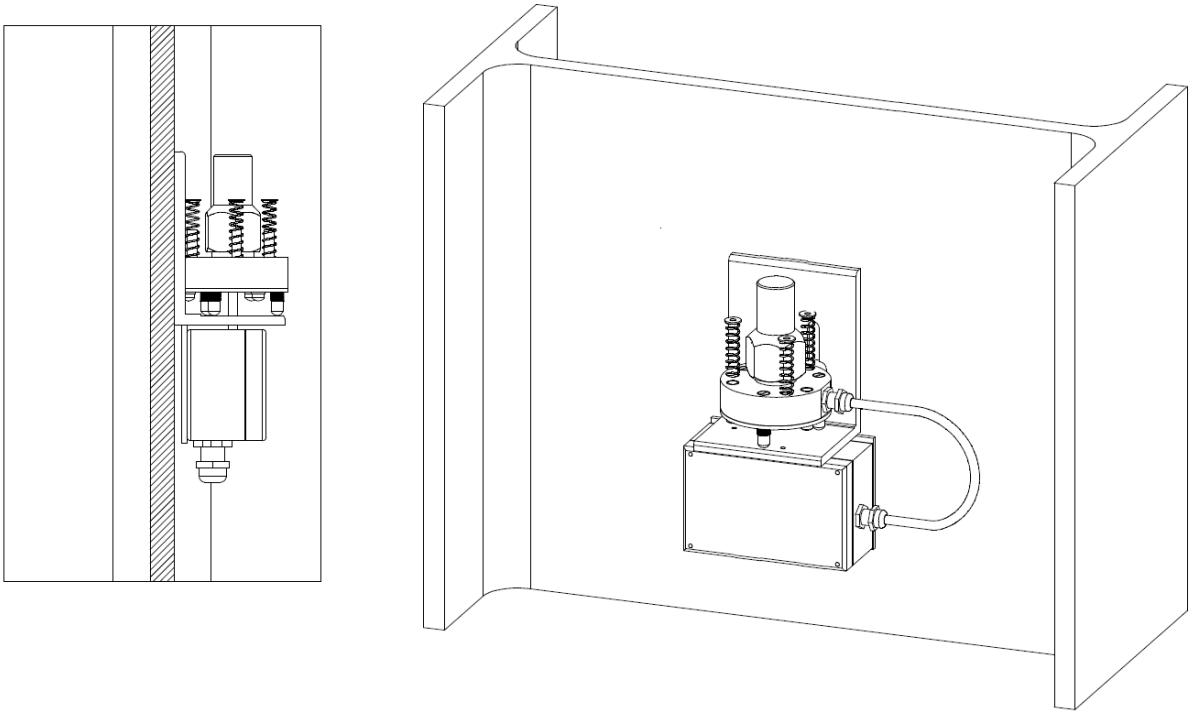

Рисунок 2. Схема установки измерителя на платформе
1.7.6 Установите датчик на горизонтальной поверхности платформы. Вставьте в отверстия корпуса датчика, расположенные на окружности под углами 120º, крепёжные винты с установленными на них пружинами и, вкручивая крепёжные винты, прижмите датчик к поверхности платформы, как показано на рис.2 . Ход пружины при сжатии должен составлять примерно половину её длины.